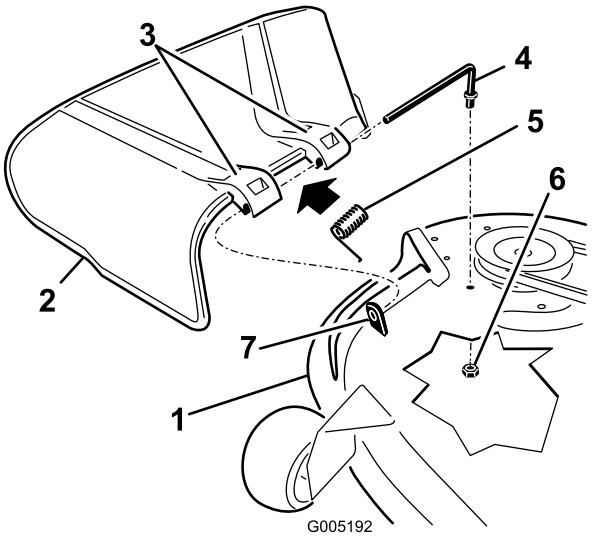

Figur 61
1. Leta reda på de delar som visas i Figur 61.
2. Avlägsna muttern (3/8 tum) från stången under klipparen (Figur 61).
3. Skjut ut stången från den det korta avståndsstycket, fjädern och gräsriktaren (Figur 61). Demontera den skadade eller slitna gräsriktaren.
4. Byt ut gräsriktaren (Figur 61).
6. Sätt fjädern på stången, med ändkablar nedåt, och mellan gräsriktarens fästen. Skjut stången genom det andra gräsriktarfästet (Figur 61).
7. För in stången i gräsriktarens front i det korta avståndsstycket på däcket. Fäst stångens bakre ände i klippaggregatet med en mutter (3/8 tum) (Figur 61).